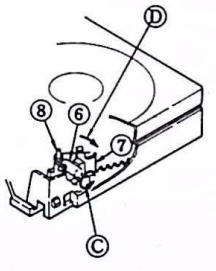
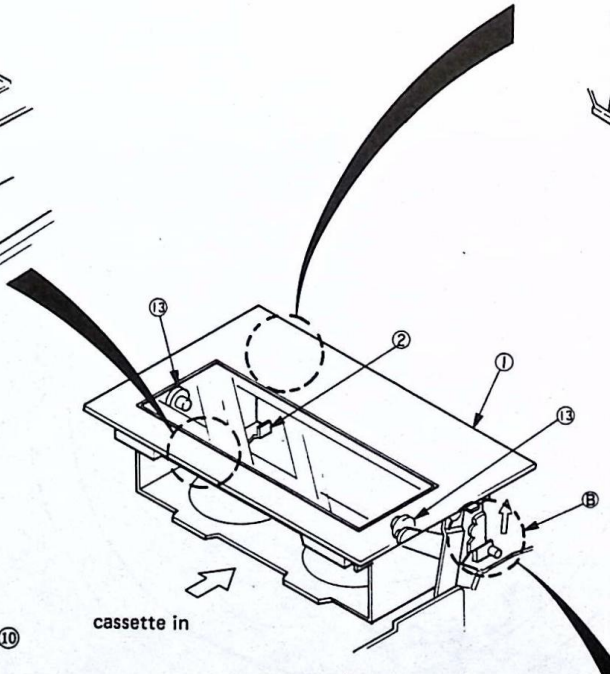
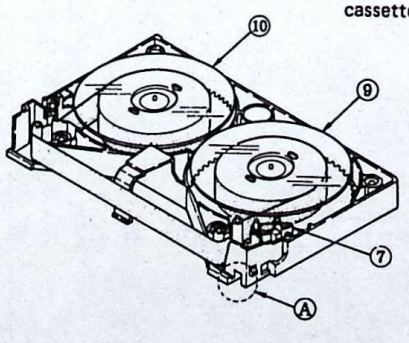
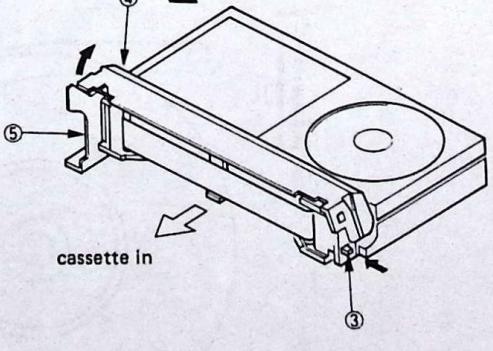

Fig. 5-1d
Fig. 5-1a
Fig. 5-1b
Fig. 5-1c
The drum motor momentarily rotates counterclockwise when the power supply of the unit is turned on. Press the EJECT button to lift the cassette container assembly (1) and load a cassette. See Fig. 5-1a. Section (A) of the cassette in Fig. 5-1b moves through tab (2) of the cassette container assembly (1), releasing the lock mechanism in the cassette by pushing tab (3) (Fig. 5-1c) inward. By pushing the cassette container assembly (1) down, the cassette lid is lifter by section (5) (Fig. 5-1c) of the cassette container assembly (1).
Pin 6 (Fig. 5-1d) is mounted on cassette lid (4) (Fig. 5-1c). When the lid is opened upward by the mechanism, pin 6 (Fig. 5-1d) rotates in the direction shown by the arrow (C) and latch (7) rotates in the direction shwon by the arrow (D) centered on axis (8) to unlock the tape spool's toothed wheel. The S reel (9) (Fig. 5-1b) and T reel (10) rotate freely when this toothed wheel is unlocked.
When the cassette container assembly (1) (Fig. 5-1a) is pushed down, the lock lever assembly (12) (Fig. 5-1c) catches on the latch (11) in the upper section of the cassette container assembly (1) to lock the cassette container down. At the same time, the cassette is held by cassette stopper (13).